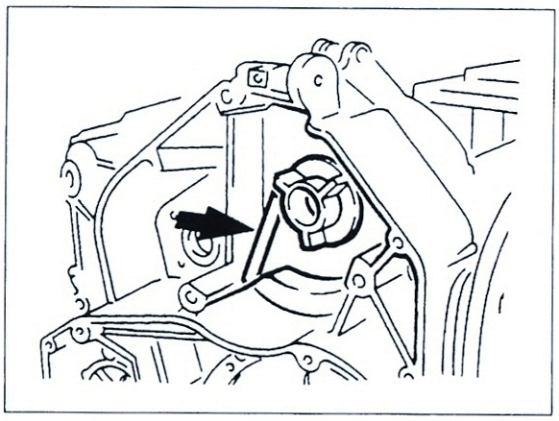

Bild 178
- Generator-Mitnehmer ausbauen (kein «Muss» zur Flansch-Demontage): Mitnehmer wie in Bild 178 gezeigt abstützen und Befestigungsschraube ausdrehen. Mitnehmer von Hand abziehen.